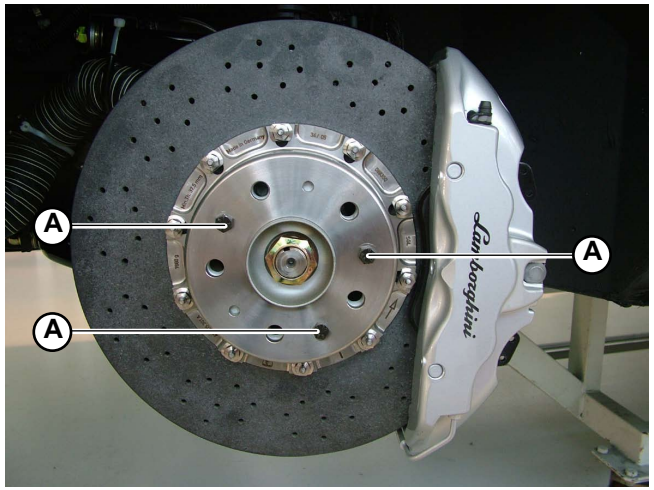

Fig.2
1. Loosen the 3 brake disk mounting bolts (**A-Fig.2**).